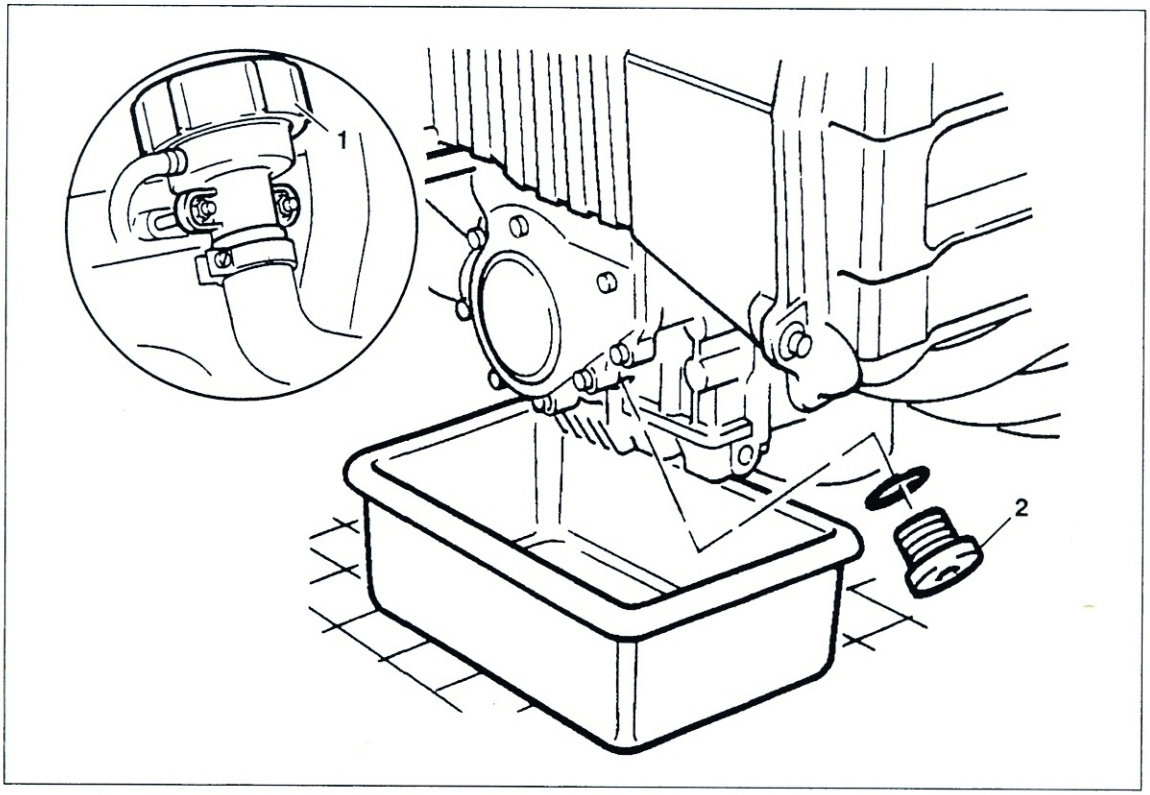
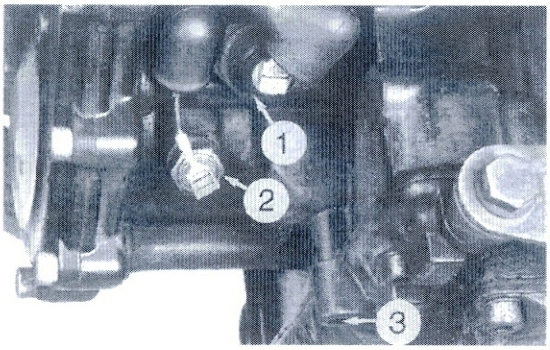

Bild 81
Bild 82
- Geeignetes Auffanggefäss bereitstellen und Kühlmittel-Ablass ② Bild 81 (RS) ausdrehen. Bei LT Temperaturgeber ② Bild 82 ausdrehen. Kühlmittel-Abfluss durch Öffnen des Einfülldeckels ① Bild 81 regulieren.
- Kabelanschluss des Öldrückschalters ① und
Temperaturgebers ② Bild 82 abnehmen. Leitungen aus Gehäuse herausziehen.